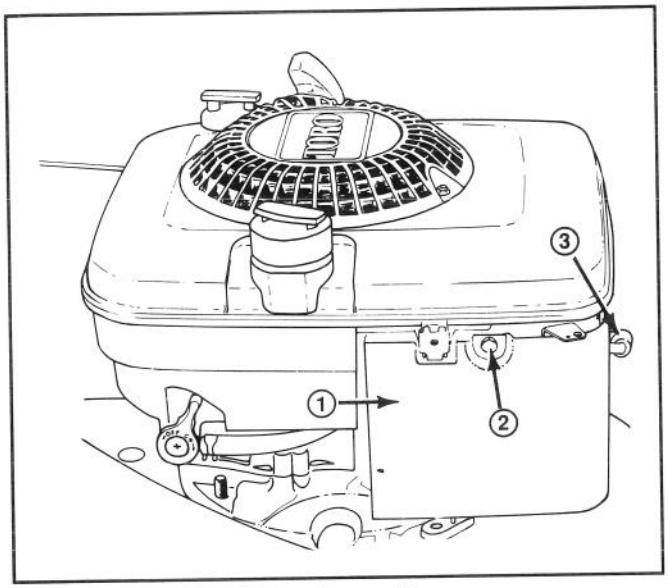

Abbildung 15
2. Die Schraube des Luftfilterdeckels entfernen (Abb. 15). Den Deckel vom Motor abnehmen und sorgfältig reinigen.